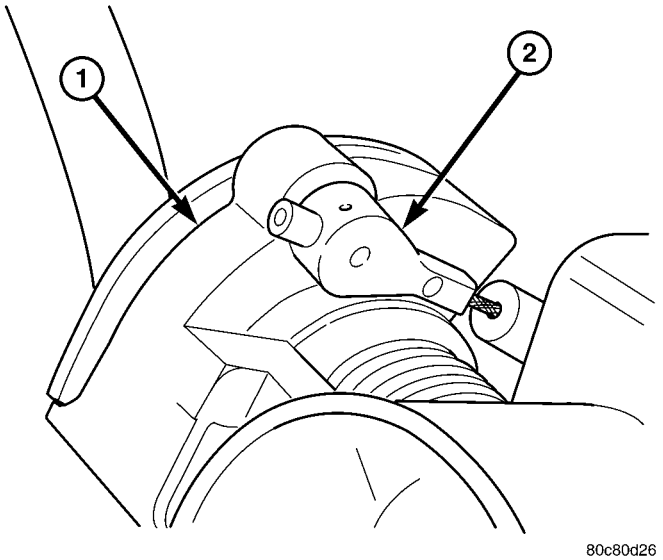

Fig. 3 SPEED CONTROL CABLE AT BELLCRANK - 3.7L / 4.7L
(5) Using finger pressure only, disconnect servo cable connector (Fig. 3) at throttle body bellcrank pin by pushing connector off bellcrank pin towards front of vehicle. **DO NOT try to pull connector off perpendicular to the bellcrank pin. Connector will be broken.**